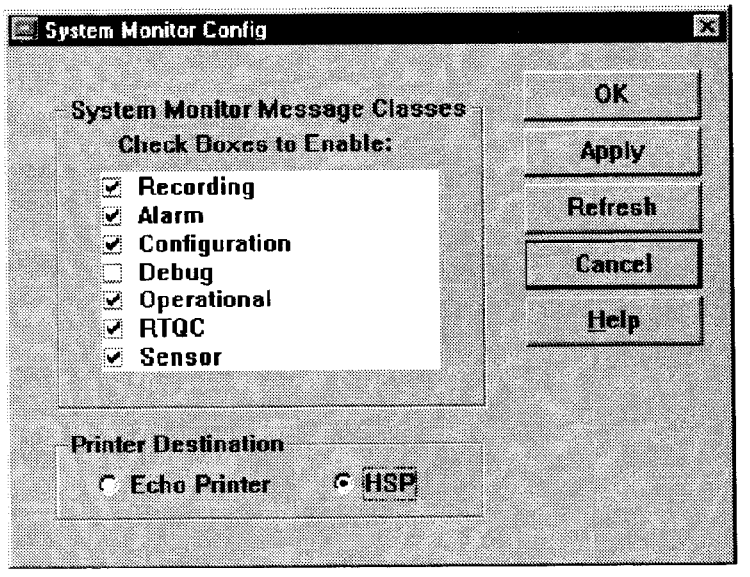

FIGURE 4-59. SYSTEM MONITOR CONFIG WINDOW
2. Observe the System Monitor Config window (Figure 4-59).